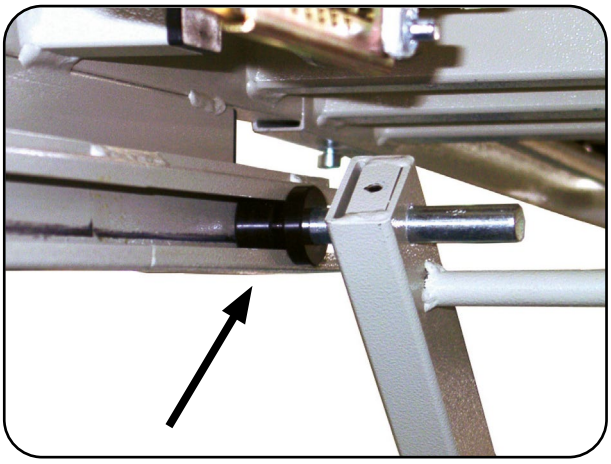

Abb. 6.1.07 - Gleitrolle in C-Schiene
10. Schieben Sie die Fußauflage auf die Liegeflächenverbinder und positionieren Sie die Gleitrollen in den C-Schienen (Abb. 6.1.07).